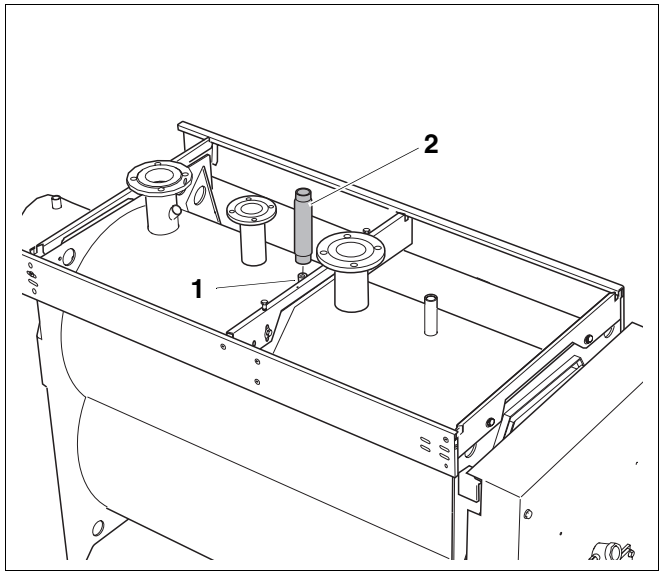

Fig. 19 Montaggio del dispositivo di protezione mancanza d'acqua
- Ermetizzare il tubo per il dispositivo di protezione mancanza acqua (fig. 19, **pos. 2**) (fig. 19, **pos. 1**) nell'attacco da 2" della caldaia.
- Montare il dispositivo di protezione mancanza d'acqua (accessorio) nel tubo corrispondente (fig. 19, **pos. 2**).